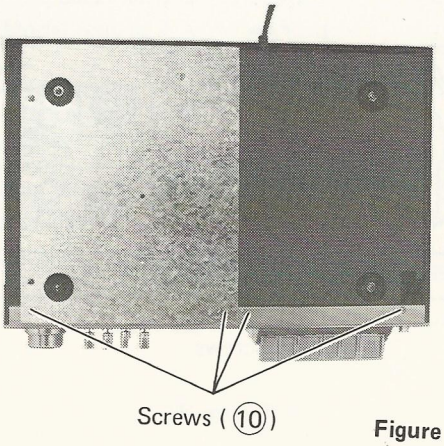

Figure 8
6. Remove 4 screws (⑩). See figure 8.